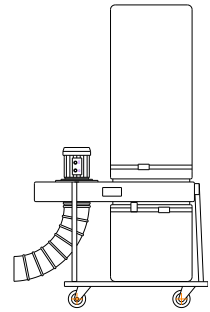

Рис. 2
– УВП-1200К - на основании с 4-я колесными опорами, рис.2.